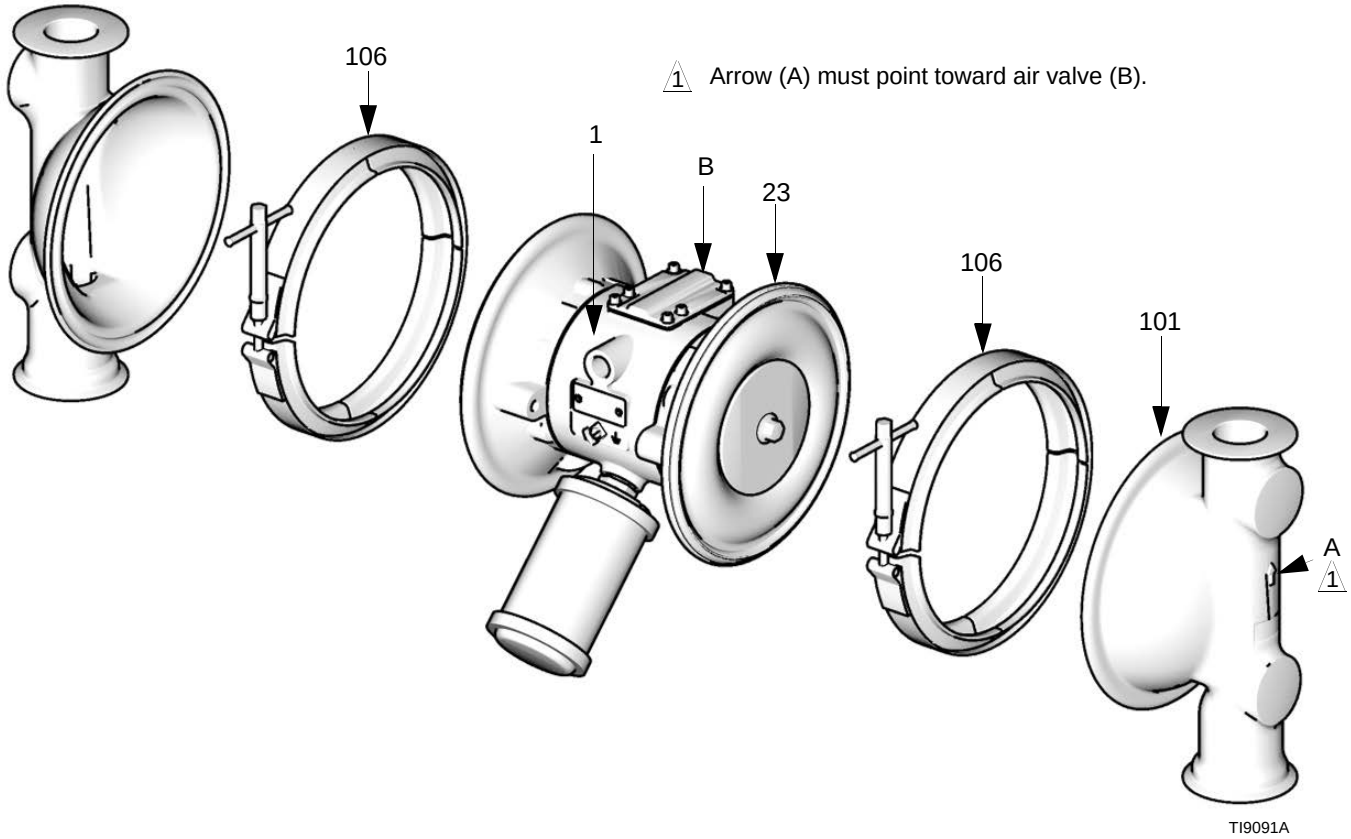

FIG. 10
3. Remove the clamps (106) holding the fluid covers (101) to the air covers (23). Pull the fluid covers (101) off the pump. See FIG. 10.
c. Install the diaphragm (403*). Make certain the side marked AIR SIDE faces the center housing (1).
d. On PTFE models only, install the backer (401*) on the bolt. Make certain the side marked AIR SIDE faces the center housing (1).
e. Install the air side diaphragm plate (104) so the rounded side faces the diaphragm (401). This plate is stamped with its part number.
f. Apply medium-strength (blue) Loctite® or equivalent to the bolt (107) threads. Screw the bolt into the shaft (24) hand tight.
3. Grease the length and ends of the diaphragm shaft (24), and slide it through the housing (1).
5. Hold one shaft bolt (107) with a wrench and torque the other bolt to 60-70 ft-lb (81-95 N•m) at 100 rpm maximum.
6. Align the fluid covers (101) and the center housing (1) so the arrows (A) on the covers face the same direction as the air valve (B). Secure covers with the clamps. See FIG. 10.